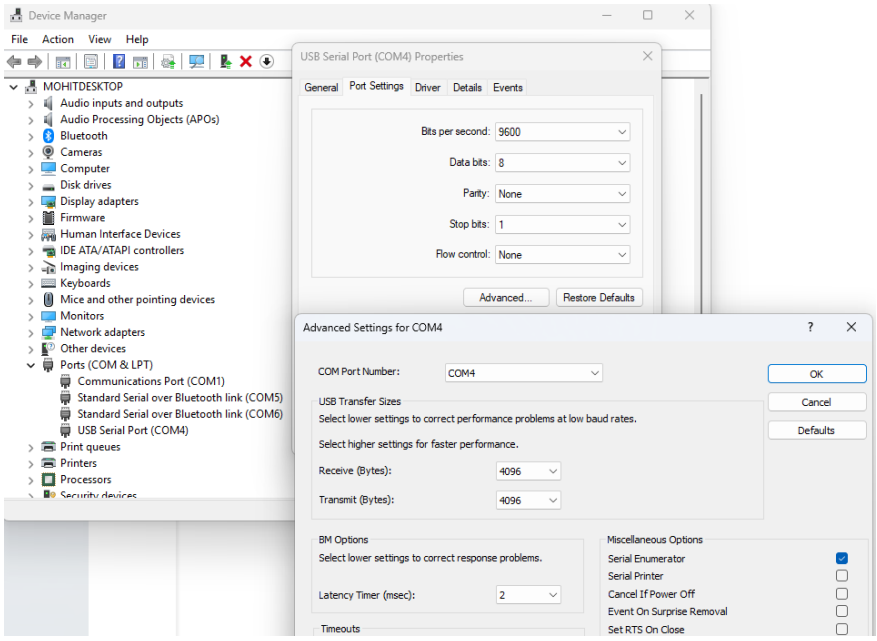

Figure 1. Latency Settings
d. Check and update the latency setting as shown in Figure 1: